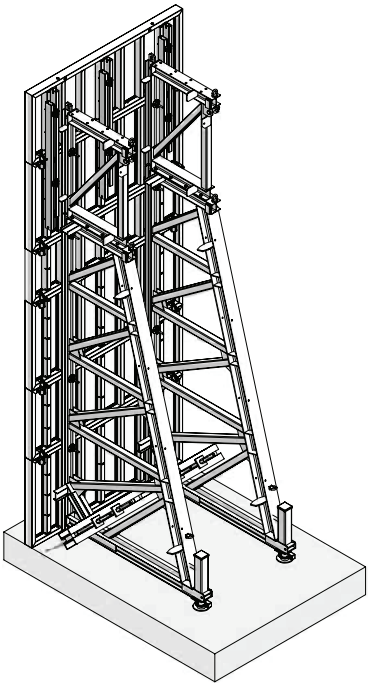

Abb. 5.2 Bis 6,50 m Schalungshöhe:
- 6,50 m – 1 Aufsatz (Abb. 5.2)